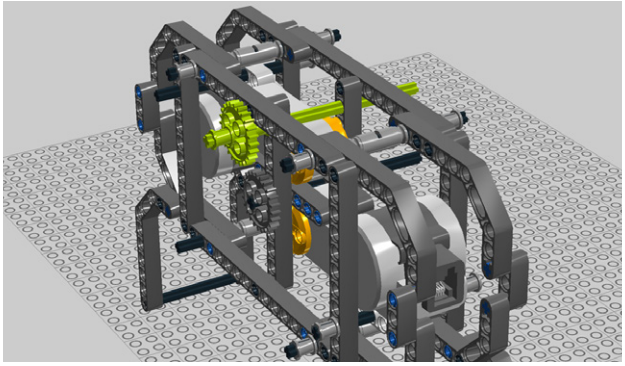

Figure 4-32. *Step 27: Inserting the cross axle through the top*
27. Insert the cross axle through the topmost visible hole in the vertical support (Figure 4-32).